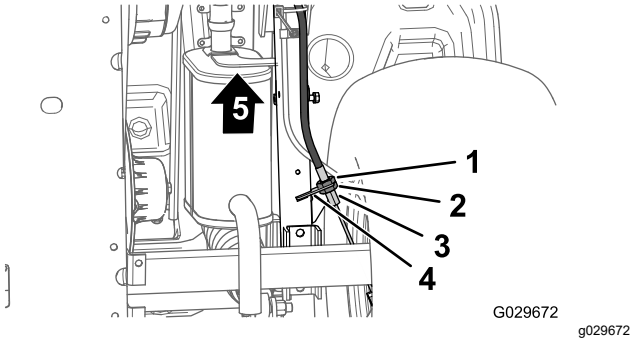

Figuur 63
3. Aan de onderkant van de machine: draai de achterste contramoer van de instelling van de parkeerrem-kabel 4 slagen los (Figuur 63).
4. Draai de voorste contramoer vast (Figuur 63).
A. Draai de voorste contramoer (Figuur 63) van de instelling van de parkeerrem-kabel 1 slag los.
B. Draai de achterste contramoer vast (Figuur 63).
A. Draai de achterste contramoer (Figuur 63) van de instelling van de parkeerrem-kabel 1 slag los.
B. Draai de voorste contramoer vast (Figuur 63).